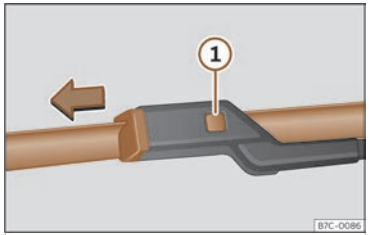

Fig. 185 Cambio de las escobillas del limpiaparabrisas.
- Mantenga presionada la tecla de desbloqueo ››› fig. 185 (1) tirando ligeramente de la escobilla en el sentido de la flecha.